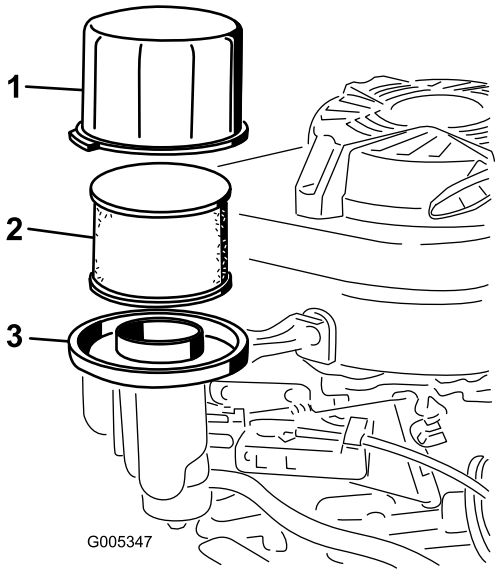

Figur 20
3. Ta bort skyddet och rengör det noga (Figur 20).
4. Ta bort skumförrenaren och pappersluftfiltret från luftrenarens bas (Figur 20)